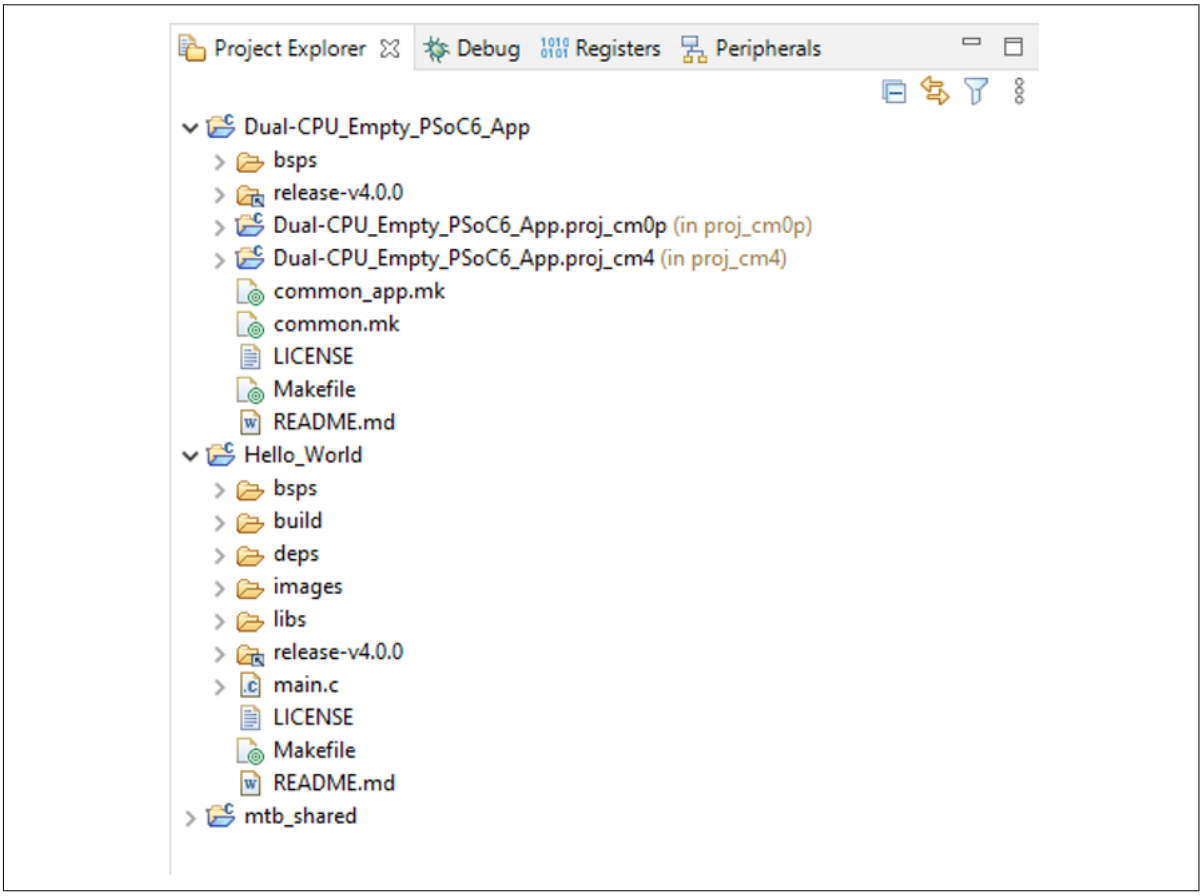

**図 2 シングルコアとデュアルコアの両方のアプリケーションを含む ModusToolbox™ のワークスペース**
5. ワークスペースに両方のアプリケーションが作成されたことが図 2 に示されます。